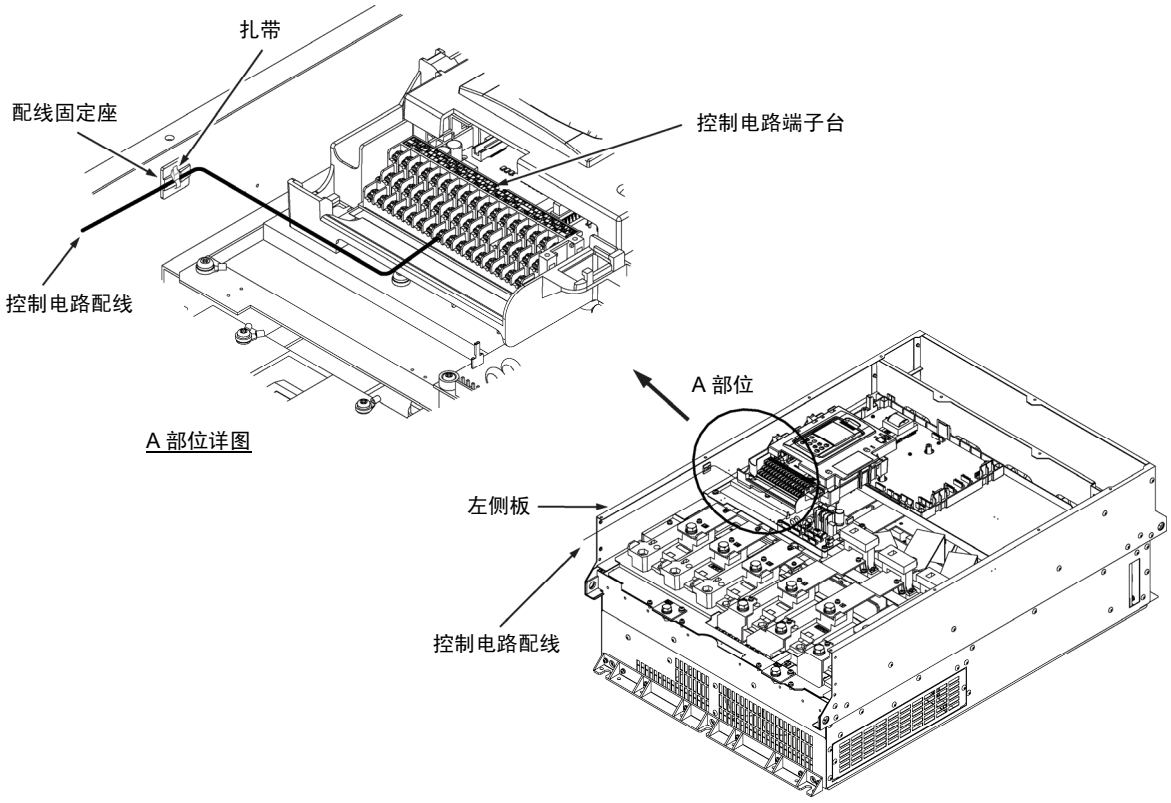

图 3.3.19 控制电路配线线路和固定位置
① 如图 3.3.19 所示，请沿变频器的左侧板拉出配线。
② 请通过扎带（绝缘锁等）将配线固定至配线固定座。